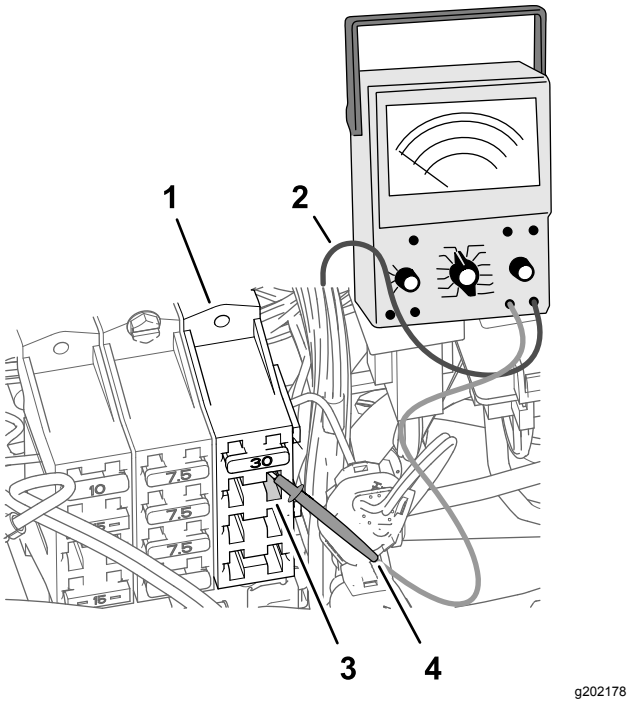

Rysunek 188
2. Przy bloku bezpieczników 3 maszyny włóż sondę miernika uniwersalnego do styku 4 (prawa kolumna) gniazda bezpieczników 2 w sposób pokazany na Rysunek 188.